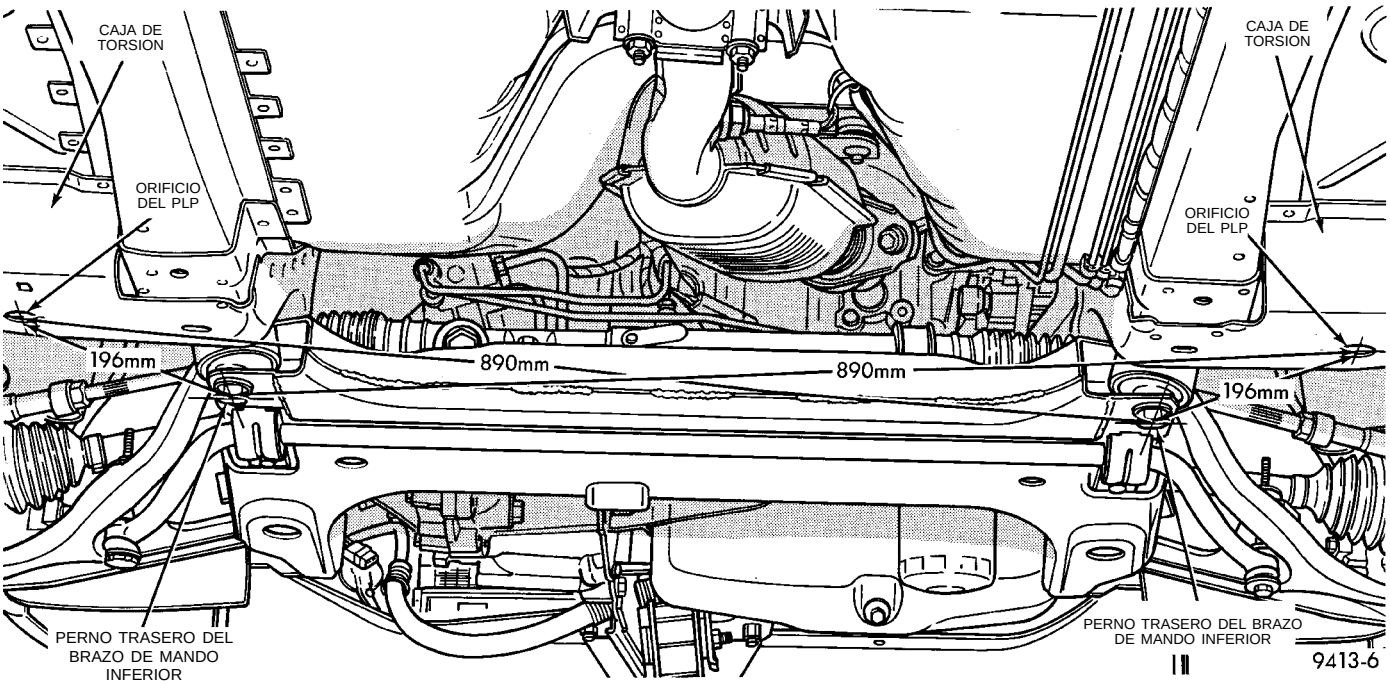

Fig. 2 Bastidor y travesaño de falso bastidor de suspensión en dirección hacia adelante
(1) Coloque el travesaño de falso bastidor de la suspensión delantera en la posición que corresponde en el vehículo.
(2) Retire el dispositivo de soporte que sostiene al mecanismo de dirección.
(3) Coloque el mecanismo de dirección sobre el travesaño de falso bastidor.
(4) Instale los pernos para sujetar el mecanismo de dirección en el travesaño de falso bastidor.
(5) Coloque el dispositivo de elevación debajo del travesaño de falso bastidor.
(6) Eleve el travesaño de falso bastidor hasta los largueros del bastidor.
(7) Acople los pernos para sujetar los soportes traseros del travesaño dentro de las tuercas de jaula en las cajas de torsión del bastidor. No ajuste los pernos.
(8) Instale los pernos para sujetar el travesaño de falso bastidor en los largueros del bastidor por encima de los brazos de mando inferiores.
(9) Baje el travesaño y retire el dispositivo de elevación.
(10) Alinee el travesaño de falso bastidor con las marcas. Verifique que éste se encuentre a la distancia especificada de los PLP (Fig. 2).
(11) Ajuste los pernos para sujetar el travesaño de falso bastidor de la suspensión a los largueros del bastidor y las cajas de torsión.
(12) Inserte las articulaciones de rótula en los vástagos.
(13) Instale los pernos retenedores a fin de sujetar las articulaciones de rótula delanteras a los vástagos.
(14) Instale las ruedas delanteras del vehículo.
(15) Baje el vehículo y verifique la alineación de la suspensión delantera. Si los reglajes de alabeo, avance del pivote y tambaleo de la rueda no se encuentran dentro de las especificaciones, afloje y vuelva a emplazar el travesaño de falso bastidor para que la suspensión se encuentre dentro de los valores especificados. Si desea información adicional al respecto, consulte el Grupo 2, Suspensión delantera y ejes de transmisión.